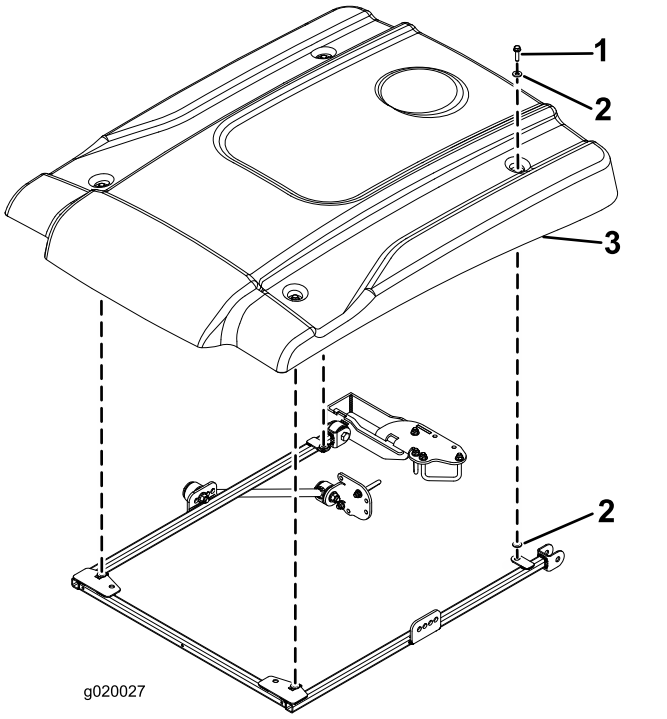

Figure 16
15. Lors de l'alignement des trous de fixation, positionnez le pare-soleil sur le cadre comme montré à la Figure 16.
16. Fixez légèrement chaque coin du pare-soleil au cadre avec un boulon à embase (5/16" x 1-1/4") et 2 petites rondelles (Figure 16). Placez une rondelle de chaque côté de la bague en caoutchouc du pare-soleil.